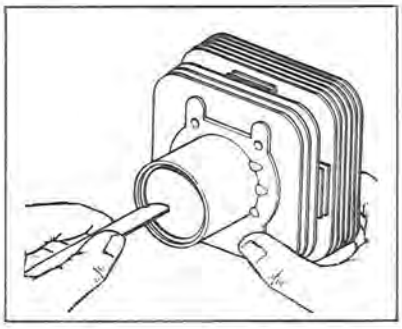

Figure 8-12
c. Before installing new piston rings, check gap between ends of ring by placing ring in its respective cylinder bore (see Figure 8-12). Press ring down in bore slightly with bottom of piston to square it up. Discard and replace with new ring if gap is excessive (see Section 11, Specifications).